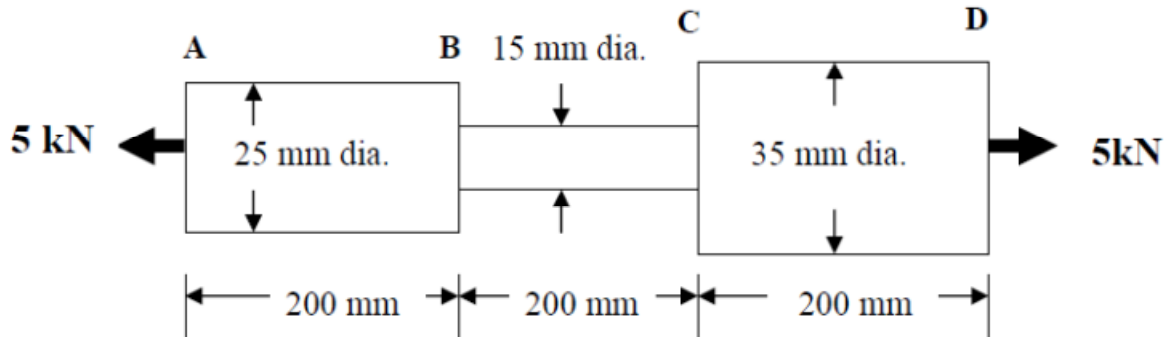

Fig.Q1
1. A steel bar comprises three sections of three cross sections as shown in Fig. Q1. The diameters of parts AB, BC and CD are 25 mm, 15 mm and 35 mm respectively. The bar is subjected to an axial tensile force of 5 kN. If Young's modulus of steel is 200 kN/mm^2, and the elongations of the three sections of the bars are Δ_1, Δ_2 and Δ_3 respectively, calculate the ratio of the largest to the smallest of these three elongations.